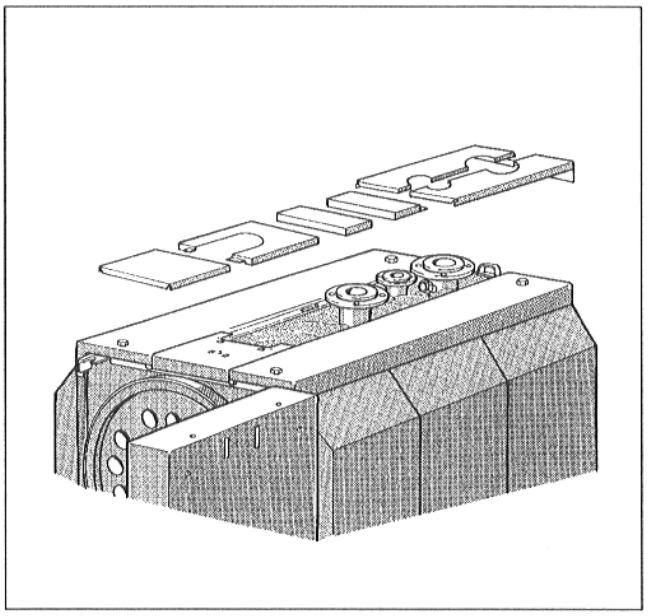

Рис. 19
- Вставить без фиксации 4 заполняющие части кожуха в окантовку боковых частей кожуха в соответствии с Рис. 19.